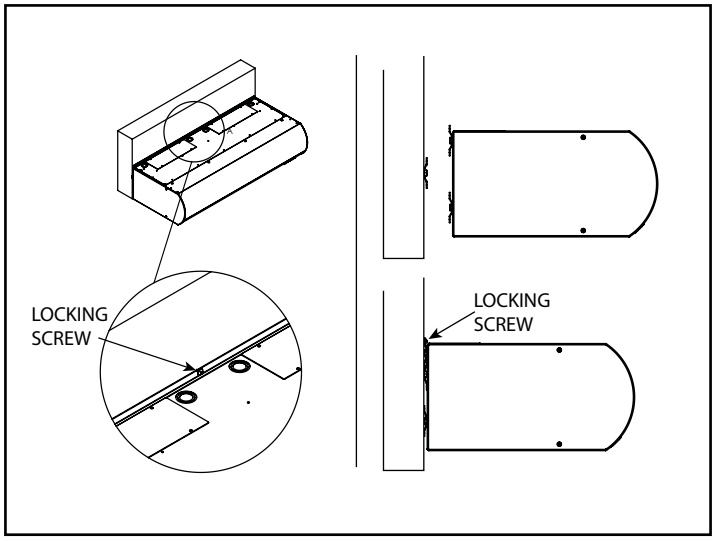

Figure 5 - Wall Mounting Installation
1. Raise the unit over the door (air discharge nozzle facing down) and onto the wall mounted brackets. ***See Figure 5.***
2. Position the unit against the wall, slide it down so the top wall mounting bracket (attached to the unit) interlocks with the wall mounting bracket that is attached to the wall. Add one locking screw in the top middle of the wall mounting bracket. ***See Figure 5.***